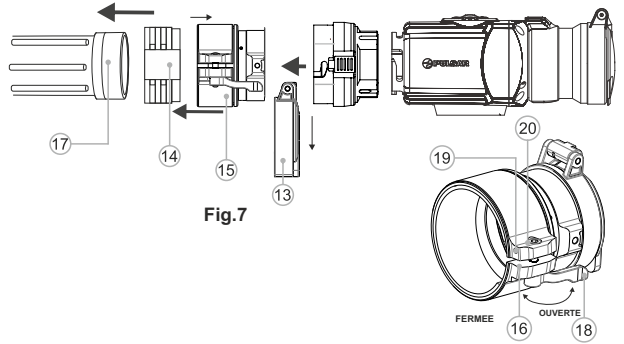

Fig.7
- Installez fermement l'adaptateur avec l'insert sur la lentille de l'objectif **(18)** d'un appareil de jour **(fig.7)**.
- Enclenchez le levier **(19)** de la position **OUVERTE** d'origine à la position **FERMEE (Fig. 7)**.